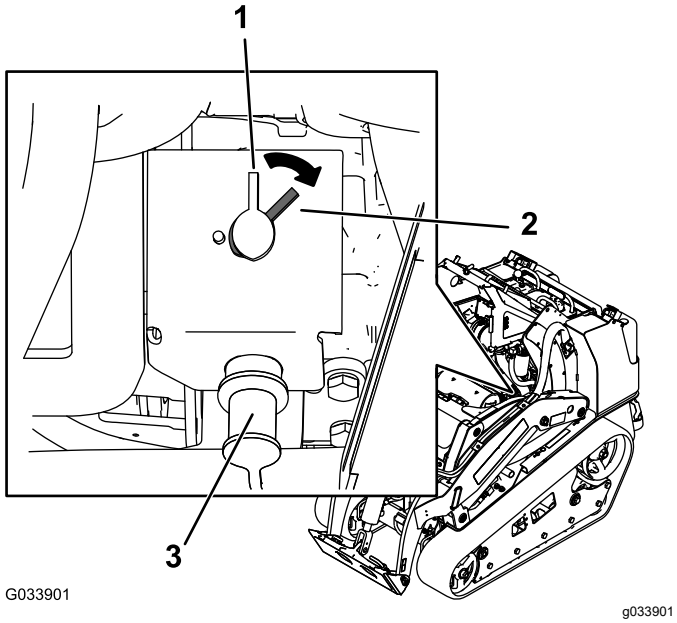

**Figur 48**
- Vrid bortkopplingsbrytaren för batteriet medurs till det PÅSLAGNA läget (Figur 48) för att slå på strömmen till maskinen.
- Vrid bortkopplingsbrytaren för batteriet moturs till det AVSTÄNGDA läget (Figur 48) för att slå av strömmen till maskinen.